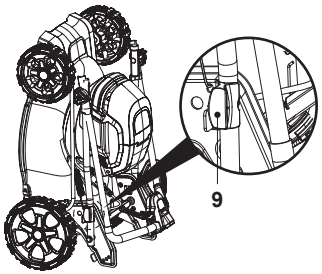

Fig. 27
9. Depozitează mașina de tuns iarba în poziție orizontală sau verticală (fig. 27).